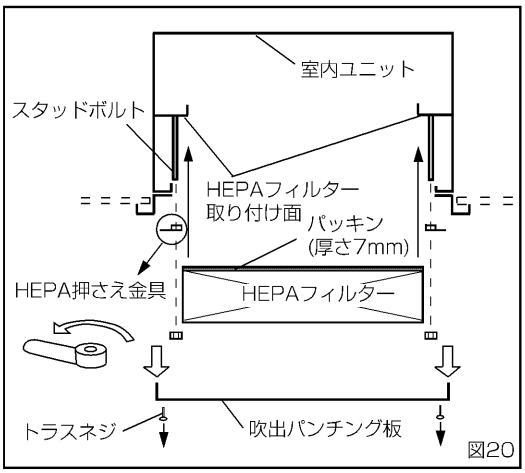

図20
■HEPAフィルター表面を上下のスタッドボルトに当てないように、注意してください。（図20）
（図20）